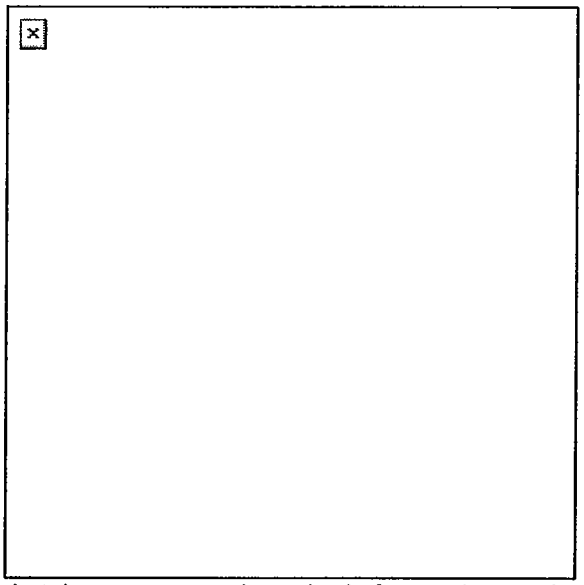

Figure 1. Notched-stake or tree-crotch method of engaging predetermined targets.
1. Fabricate notched stakes or tree crotches if needed (Figure 1).
(1) Raise the cover assembly. Pull the upper retaining pin at the rear of the receiver to the left. Let the butt pivot downward so the rear opening of the receiver is clear (Figure 1).